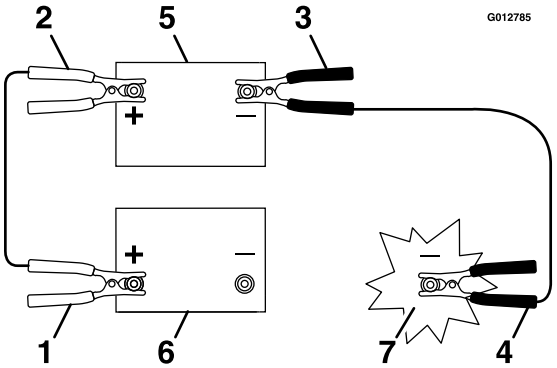

Figur 49
3. Tilslut pluskablet (+) til pluspolen (+) på det afladede batteri, der er forbundet med startmotoren eller magnetventilen som vist i Figur 49.